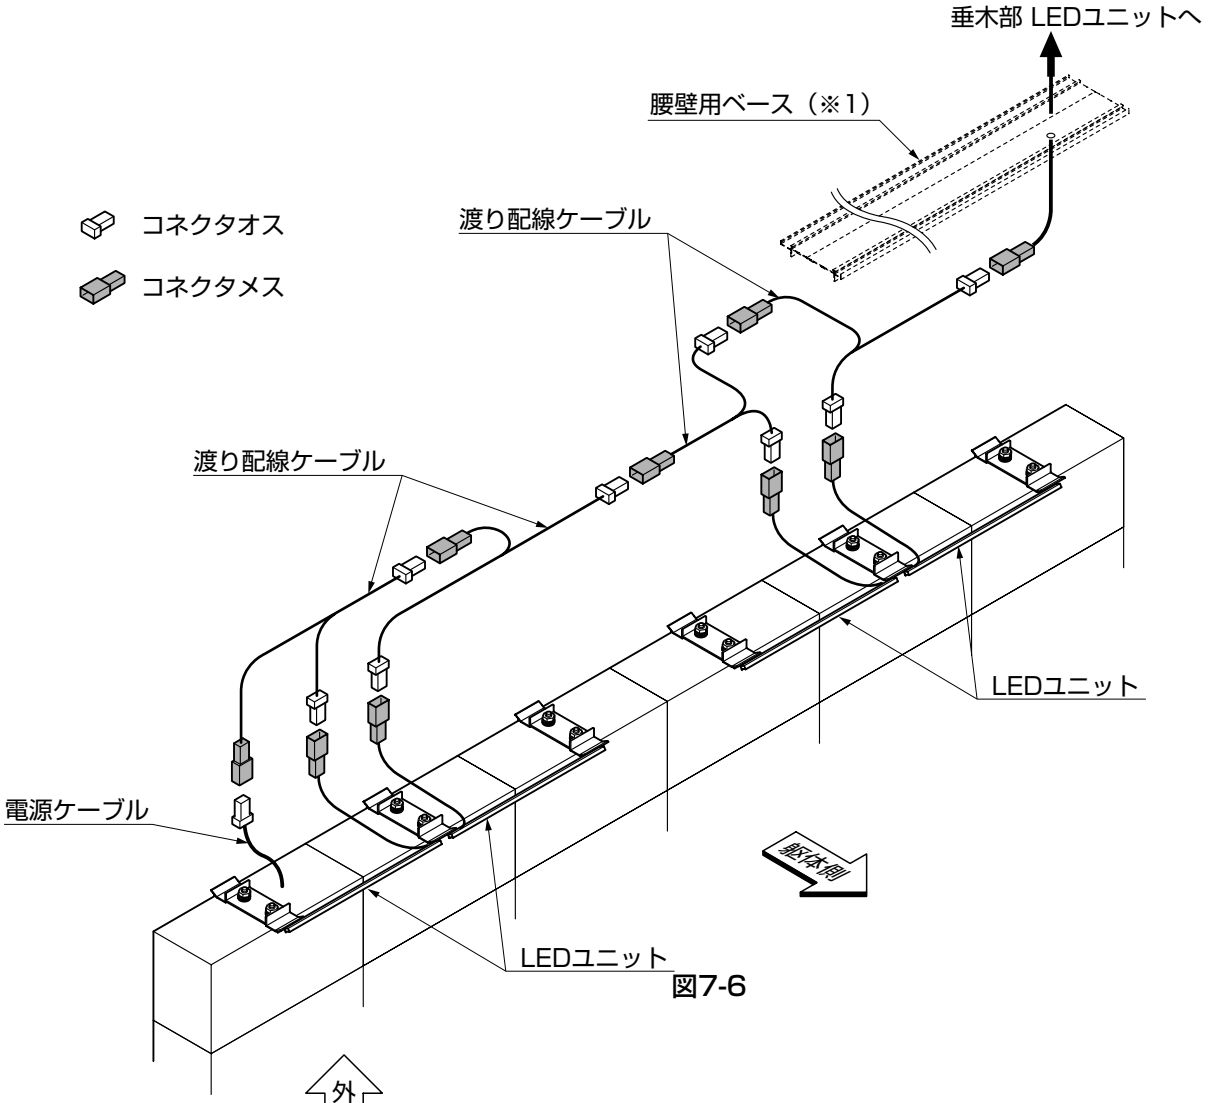
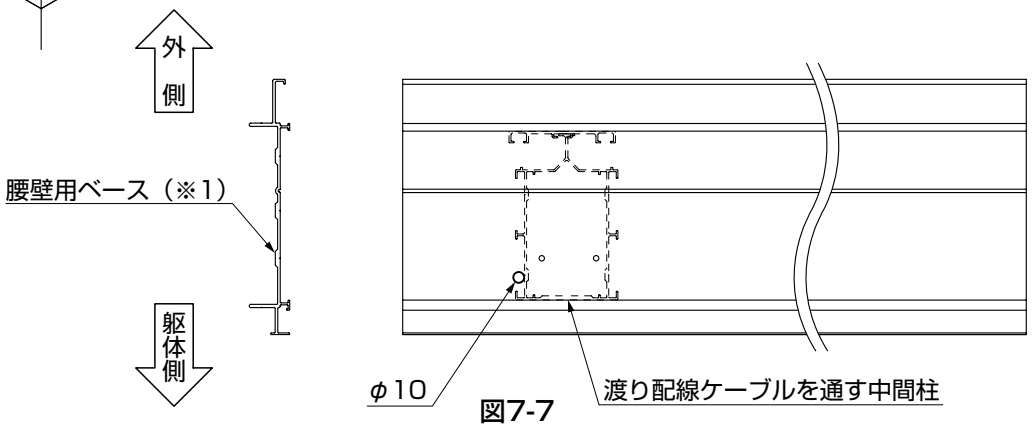

図7-6
図7-7
①LED照明結線は、図7-6を参照してとりまわしてください。
- ●垂木部にLEDユニットを取付ける場合は、渡り配線ケーブルを通す中間柱取付け位置付近の腰壁用ベース（※1）にφ10の孔をあけ、渡り配線ケーブルをとりまわしてください。（図7-6、図7-7参照）